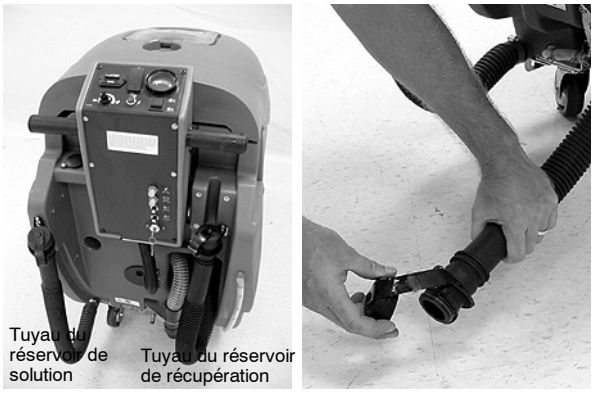

FIG. 20
2. Retirez le bouchon du tuyau de vidange et abaissez doucement le tuyau sur le site de vidange (Figure 20). Soulevez le tuyau pour arrêter le débit. Le tuyau de vidange du réservoir de récupération est situé sur le côté droit et celui du réservoir de solution sur le côté gauche.